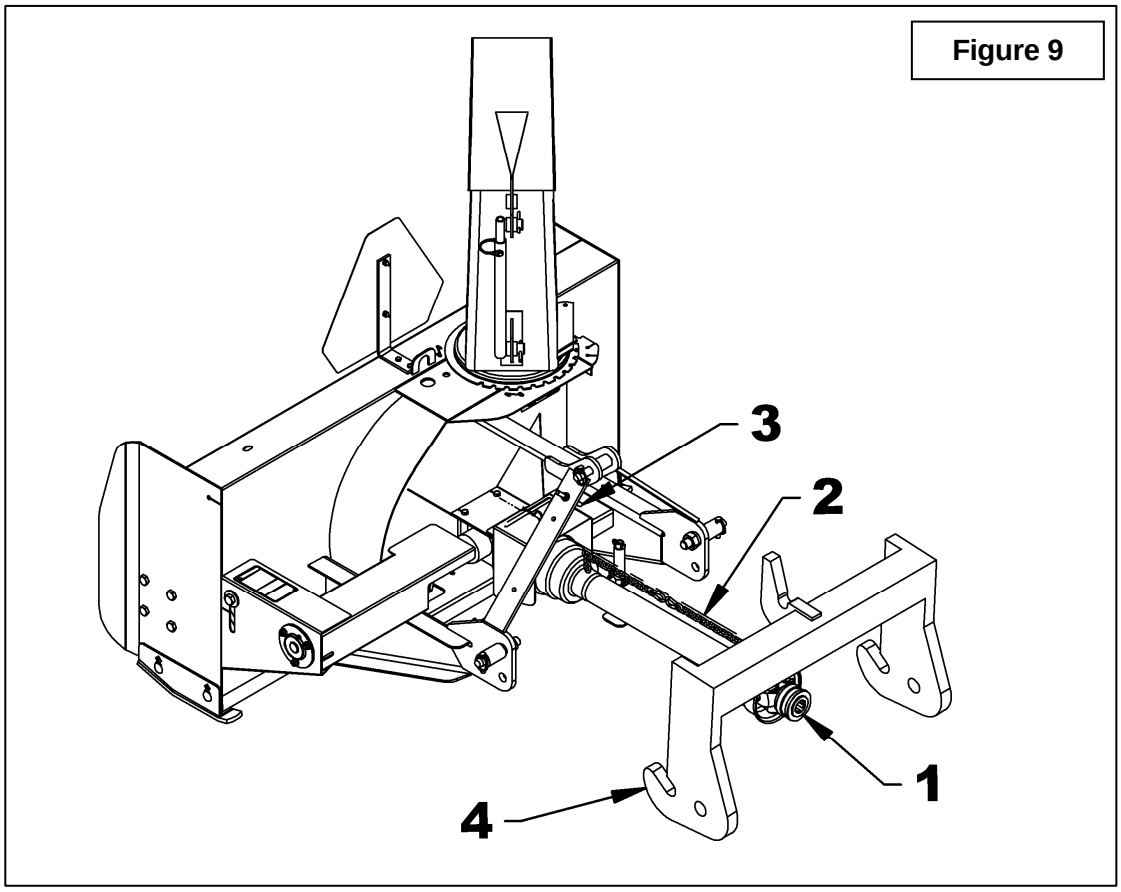

Figure 9
3. **Figure 9:** Détacher l'arbre à cardan du tracteur (item 1) et attacher la chaîne de sureté (item 2) au boulon à oeillet de l'attache trois points (item 3).
4. **Figure 9:** Reculer le tracteur lentement pour dégager l'attache rapide de la souffleuse.